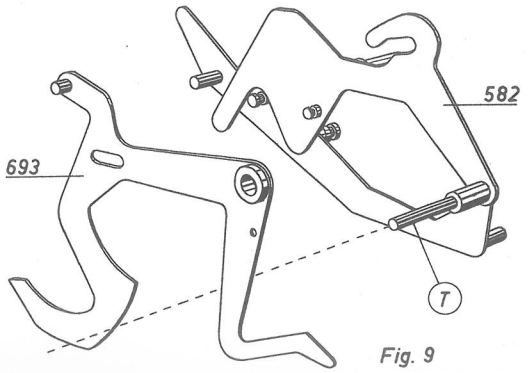
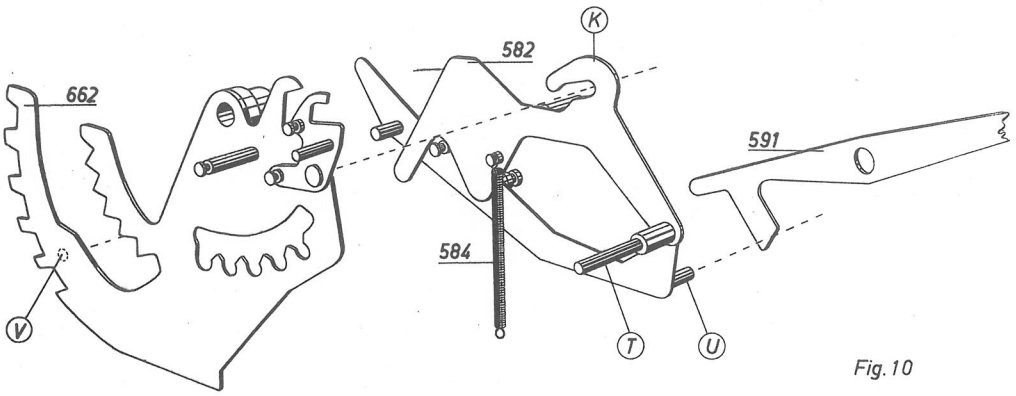

Fig. 9
Fig.10
Wenn das Registriersegment (662) gespannt wird, (dieser Vorgang wird später beschrieben) gibt der Zapfen V den Haken K, Fig.10 frei und die Feder (584) schwenkt den Sperrhebel (582) so, dass der Zapfen T sich unter den Kupplungshebel (693) setzt und diesen in seiner Ausgangsstellung hält(Fig.9). Gleichzeitig setzt sich der Zapfen U am unteren Teil des Sperrhebels (582) in vorbereitende Lage unter den Startauskuppler (591,Fig.10).